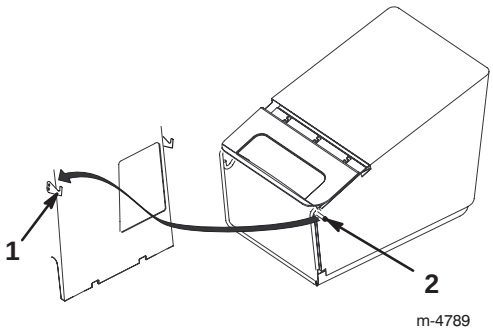

Figur 16
5. Heng gressposetappene på krokene på gressklipperen, som vist på figur 16.
4. Løft gressposetappene av krokene og ut av åpningen, som vist på figur 16.